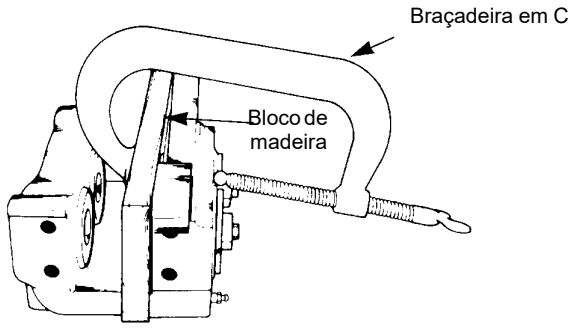

**FIGURA 8-6**
a. Use uma braçadeira em C para fixar um bloco de madeira de 0.5 pol. (12,7 mm) contra os três pistões no lado de montagem da carcaça. Verifique se a braçadeira C não está na área em frente ao furo do pistão (Figura 8-6).